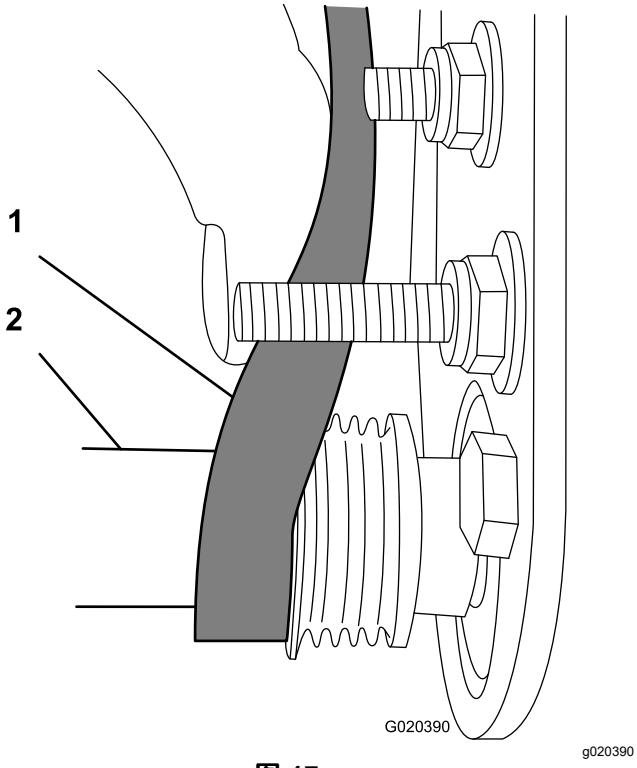

图 17
- 启动**从动**皮带轮上的皮带 图 17。
- 使用深套管9/16 英寸旋转滚筒刷组件并把皮带引入从动皮带轮图 17。